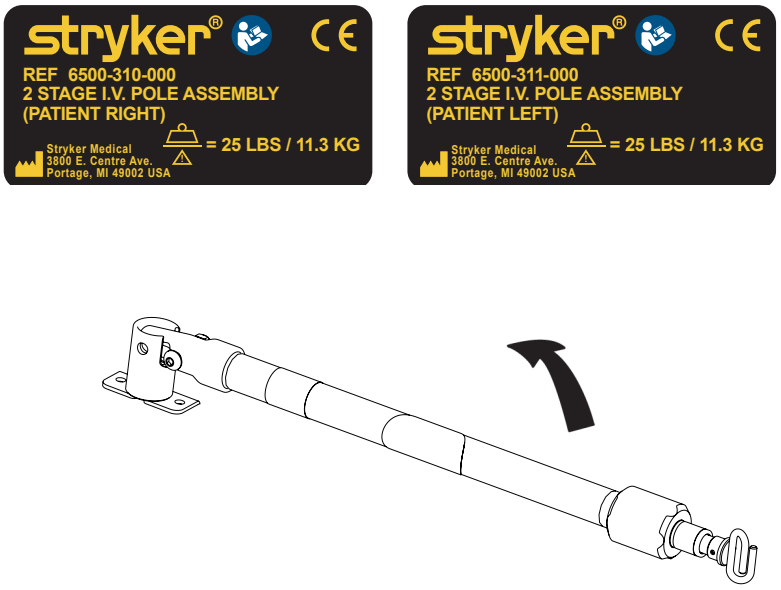

Figura 61
1. A partir da posição de armazenamento, levantar e rodar o suporte IV em redor do seu eixo e empurrá-lo para baixo até ficar encaixado no receptáculo (A).
2. Para elevar a altura do suporte, rodar o activador de bloqueio (B) no sentido contrário ao dos ponteiros do relógio e puxar a parte telescópica (C) do suporte para cima para elevá-lo até à altura desejada.
3. Rodar o activador de bloqueio (B) no sentido dos ponteiros do relógio para fixar a parte telescópica na devida posição.
4. Pendurar os sacos de soluções IV no gancho do suporte IV (D).
5. Rodar o activador de bloqueio (B) no sentido contrário ao dos ponteiros do relógio e fazer deslizar a secção (C) para o tubo inferior.
6. Rodar o activador de bloqueio (B) no sentido dos ponteiros do relógio para apertar.
7. Levantar e rodar o suporte IV para a posição de armazenamento (consultar Figura 61).